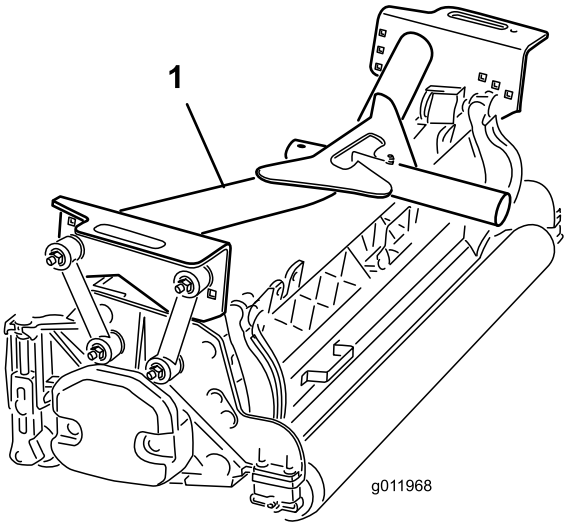

Figura 16
2. Posicione uno de los bastidores de tiro delanteros (Figura 16) en cada unidad de corte delantera.